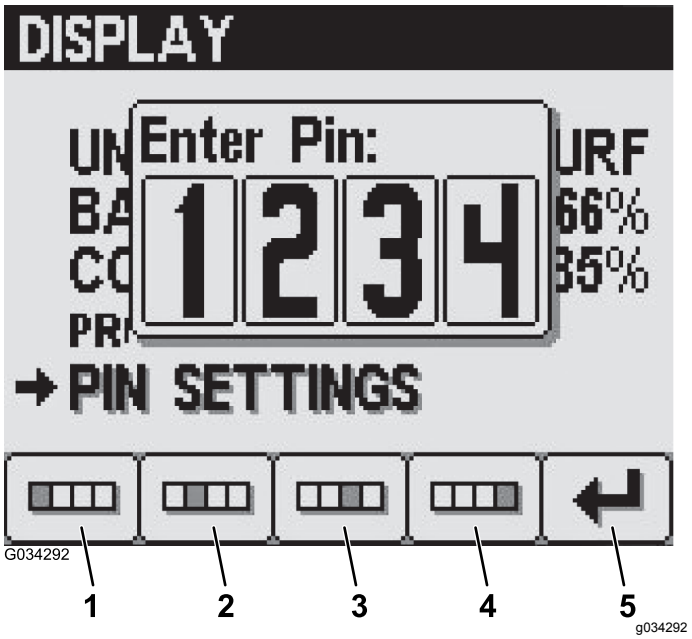

Figur 32
2. Ange din 4-siffriga PIN-kod med knapp 1–4 och tryck på knapp 5 för att mata in PIN-koden i InfoCenter (Figur 32).
4. Ange din gamla PIN med knapp 1–4 på skärmen Ange gammal PIN och tryck på knapp 5 för att mata in PIN-koden i InfoCenter (Figur 32).